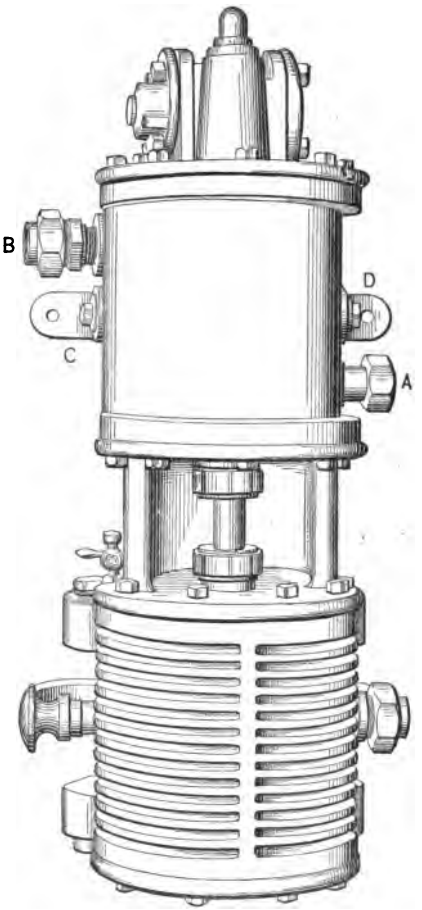

FIG. 39.—RIGHT AND LEFT-HAND PUMP.
*Q. What is the difference between the nine and one-half inch pump shown in Fig. 39 and the one shown in Figs. 35 and 36.*
A. Both, as shown in Fig. 39, are extended through to the other side of the pump for convenience in piping in case it is desirable to locate the pump on the left side of the engine.
*Q. Explain the proper use of the connections as shown in Fig. 39.*